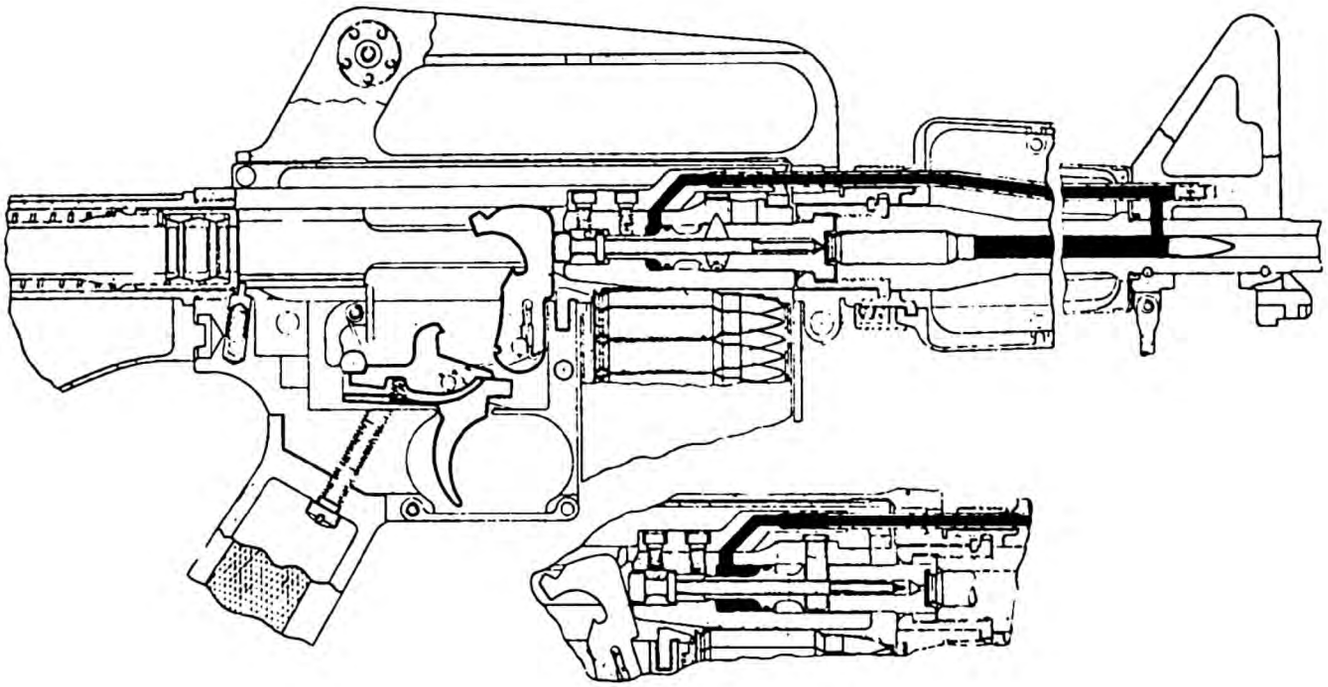

Figure 11-18. Gas pressure.
(1) Firing. When the trigger is pulled, it rotates on the trigger pin causing the trigger sear to release the hammer. The hammer is thrown forward by the hammer spring causing the hammer to strike the firing pin which detonates the primer, firing the cartridge. This is shown in figure 11-18. Gas pressure drives the bullet down the barrel.